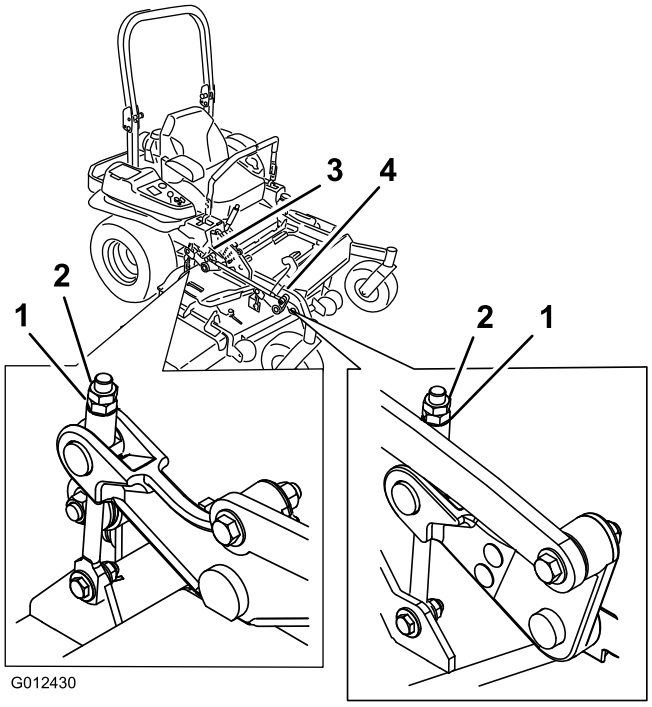

Figur 87
10. Finjustera justermuttern på det främre däckets lyftanordning genom att vrida den (Figur 87).
16. Finjustera justermuttern på det främre däckets lyftanordning genom att vrida den (Figur 87).